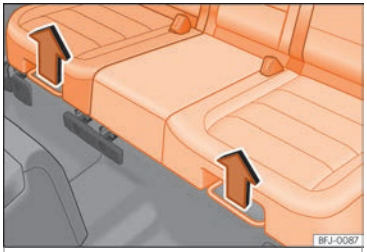

Fig. 104 Sous la banquette arrière : leviers de réglage.
- Tirez le levier droit ou gauche vers le haut, dans le sens de la flèche ››› **fig. 104**, et déplacez la partie correspondante du siège vers l'avant ou vers l'arrière.